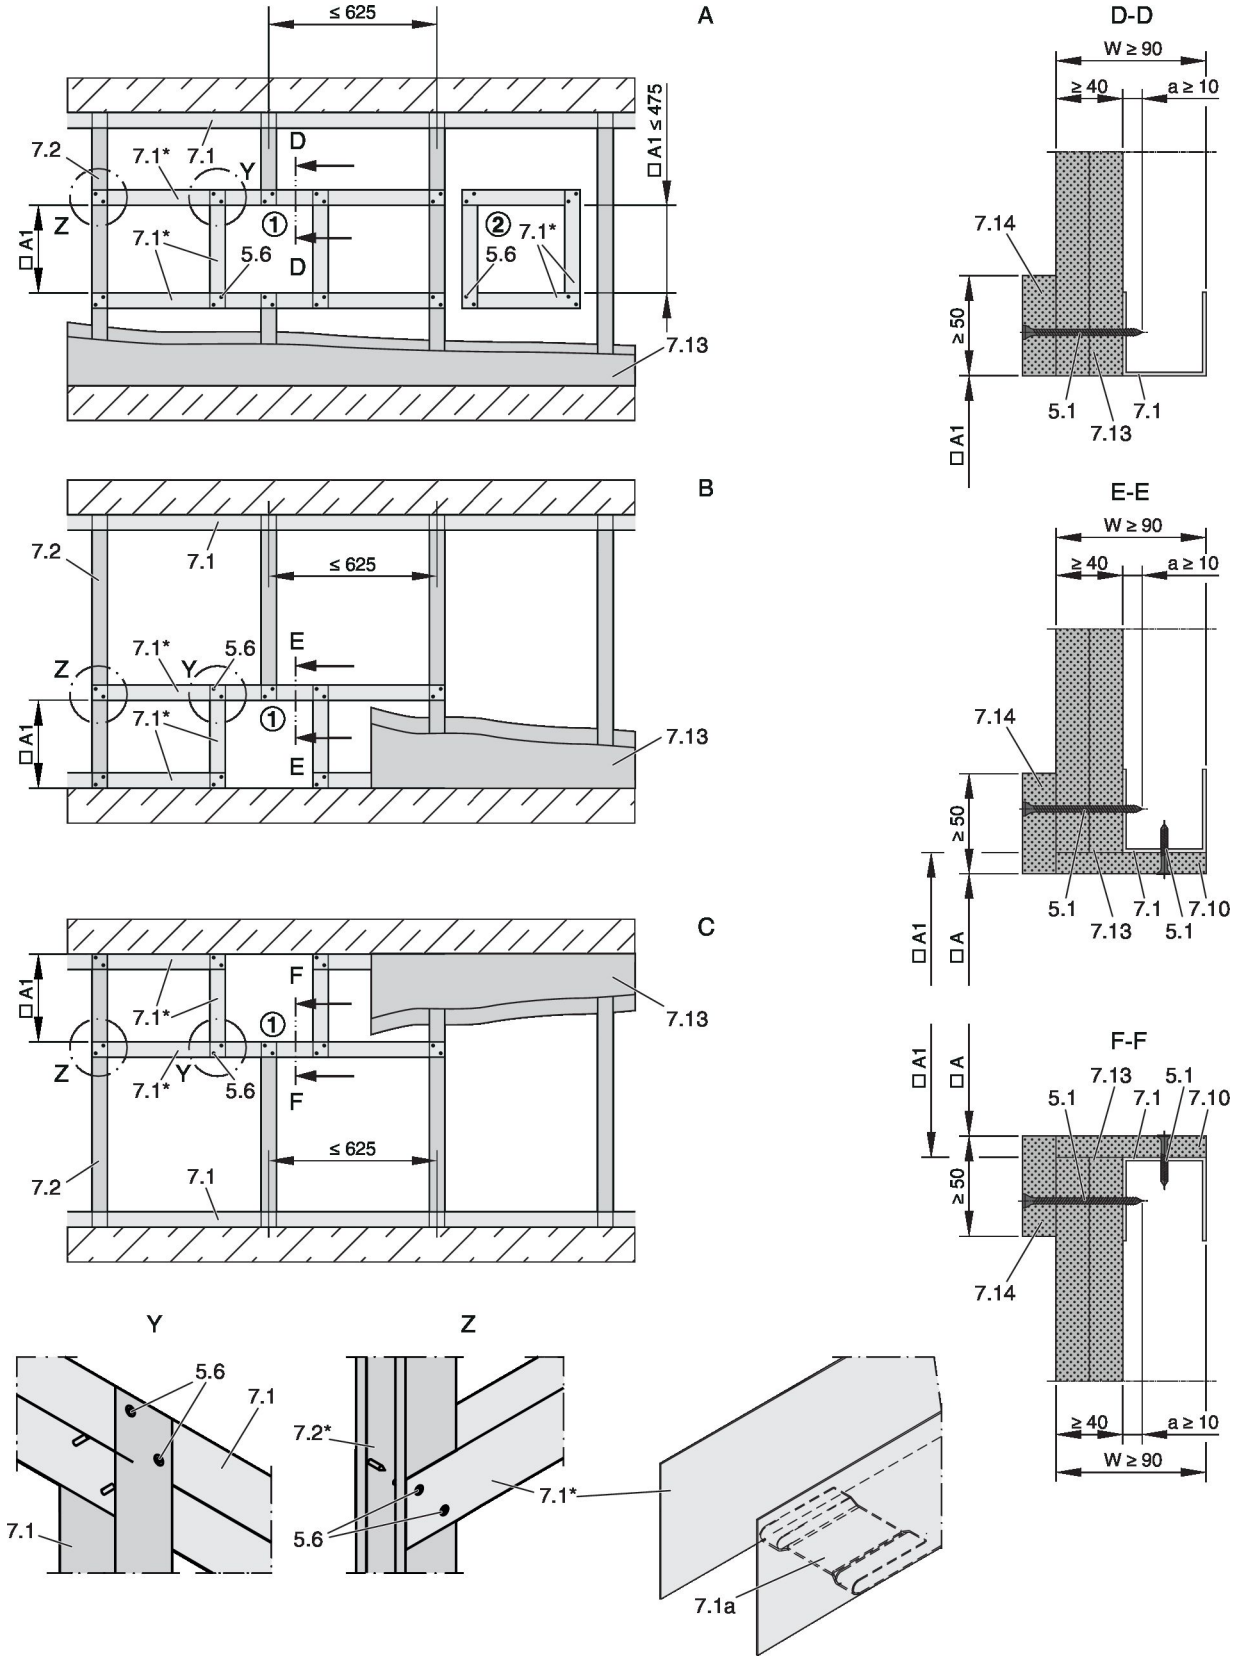

Afb. 96: Schachtwanden met metalen profiel en eenzijdige beplatingen
- Schachtwand volgens de opgaven van de fabrikant plaatsen en de sparing maken, zie Afb. 96